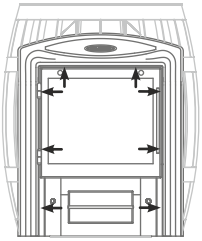

Рисунок 8. Место установки саморезов.
1. открутить саморезы 8 шт., которыми прикрепляется рамка с дверцей к топливному каналу, и снять ее; (см. рисунок 8)